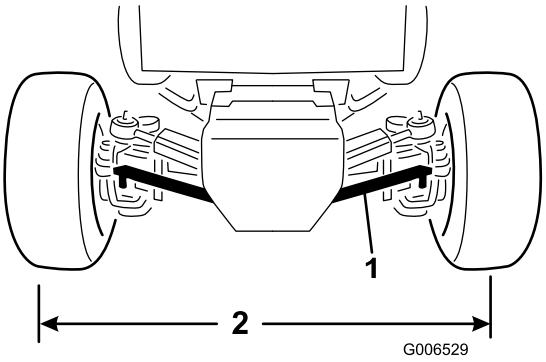

**Figur 59**
2. Ta bort de muttrar som säkrar en dragstångs kulled på monteringsfästet på axeln och koppla loss kulleden från axeln (Figur 59).
4. Vrid kulleden inåt eller utåt tills avståndet från mitt till mitt framtill och baktill på bakhjulen är detsamma (Figur 59).